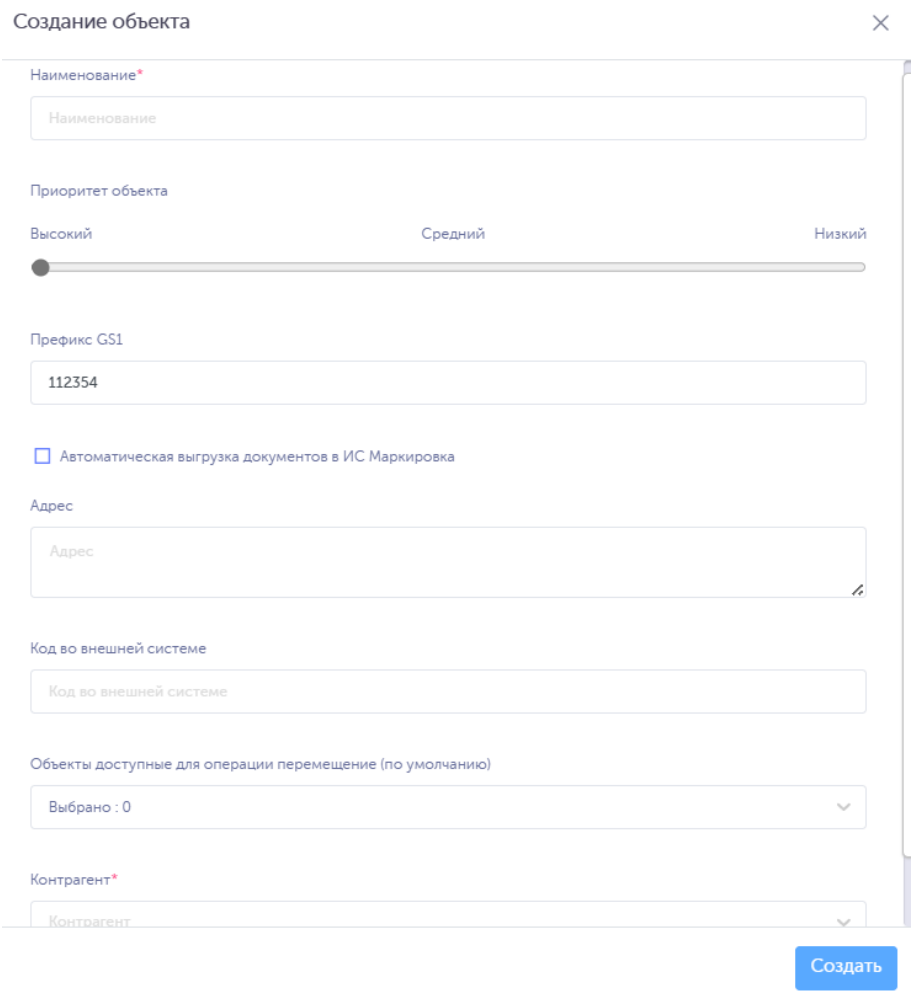

Рисунок 2-116
6) в открывшейся форме «Создание объекта» (Рисунок 2-116) заполнить соответствующие поля;